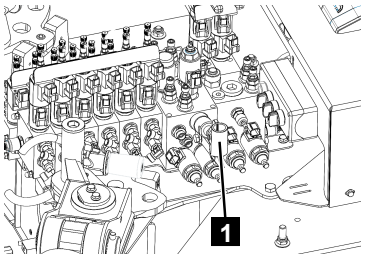

Fig. 159
6. Connect the hand pump lever to the hand pump (Fig.159/1).
7. Actuate the desired valve as per the table below pulling or pushing it and pumping the hand pump (Fig.159/1) at the same time until the selected assembly has reached the desired position.